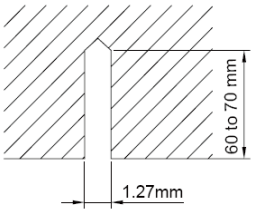

Fig.6
(2). Install the bolts to the ceiling at a place strong enough to hang the unit. Mark the bolt positions from the installation template. With a concrete drill, drill for 12.7mm (1/2”) diameter holes. (Fig.6)